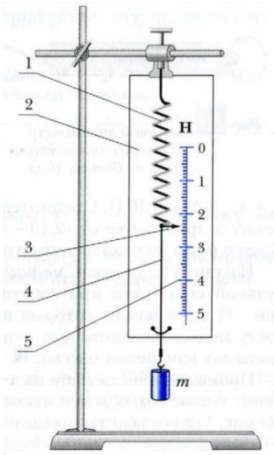

Рис.3 Динамометр.
1. Измерьте вес бруска, подвесив его к крючку динамометра (рис.3). Вес бруска по модулю равен силе реакции опоры. ($P = N$ ¿